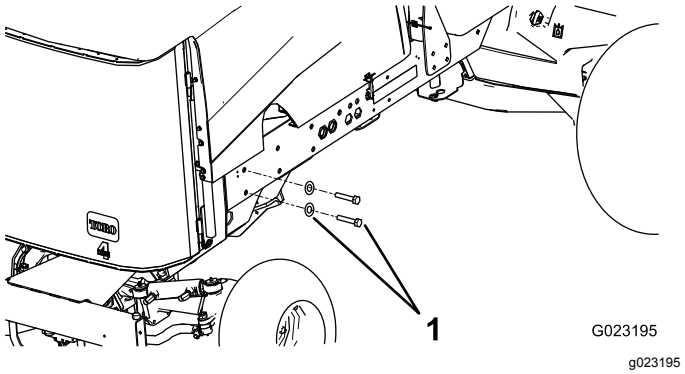

Figuur 20
4. Verwijder de 2 achterste bouten en 2 ringen van de framerail aan de rechterkant (Figuur 20).